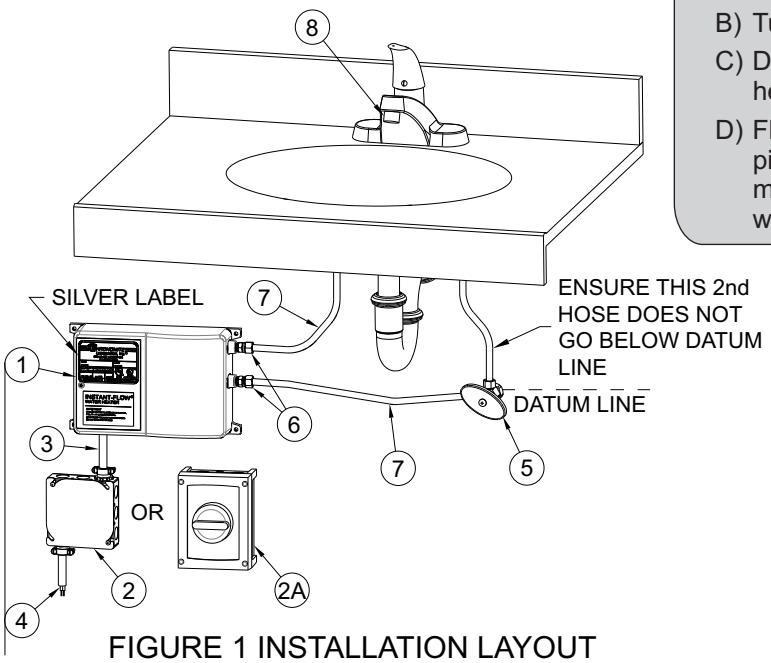

FIGURE 1 INSTALLATION LAYOUT
2. Mount unit horizontally against the wall so the silver label reads correctly (See Figure 1). Use level to ensure unit is level and mount with four screws through the flanges located on each corner using molly anchors or fasteners.
3. Connect plumbing. Use female 1/4” NPT or hose with 3/8” compression at cold water inlet and hot water outlet to 3/8” compression faucet inlet connections (See Figure 1). **DO NOT APPLY HEAT TO THESE FITTINGS.**